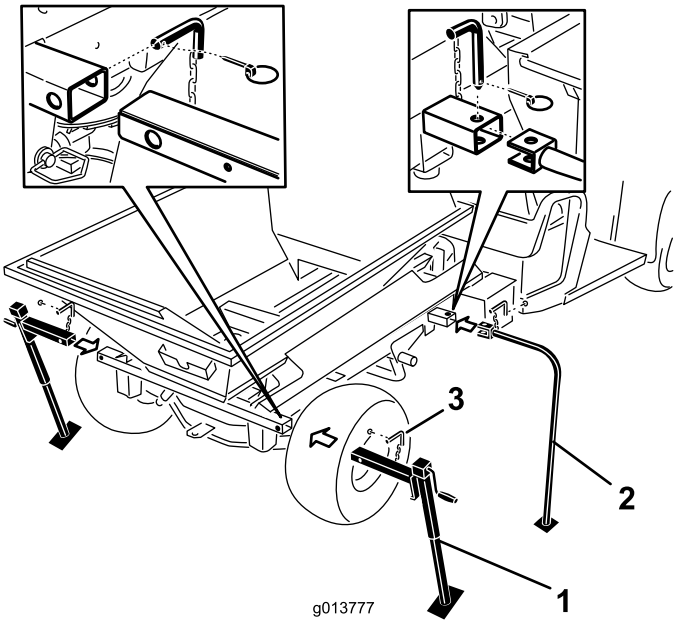

Figuur 49
7. Breng de voorste opslagpoten en de achterste kriksteunen in de buizen van de machine en zet ze vast met de borgpennen (Figuur 49).